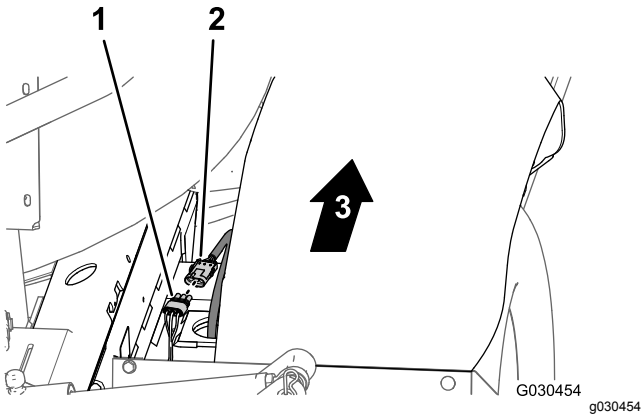

Figur 54
1. På baksidan av maskinen (mellan höger ramrör och höger stänkskärm) kopplar du bort kontakten med tre stift på hastighetsgivarens kablage vid höger hydrauldrivmotor från kontakten med tre uttag på det bakre huvudkablaget (Figur 54).